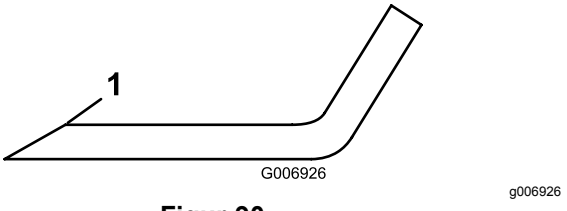

**Figur 90**
5. Kontrollera samtliga knivars skäreggar. Slipa knivseggarna om de är slöa eller hackiga. Slipa endast skäreggens översta del och behåll den ursprungliga skärvinkeln för bästa skärpa (Figur 90).